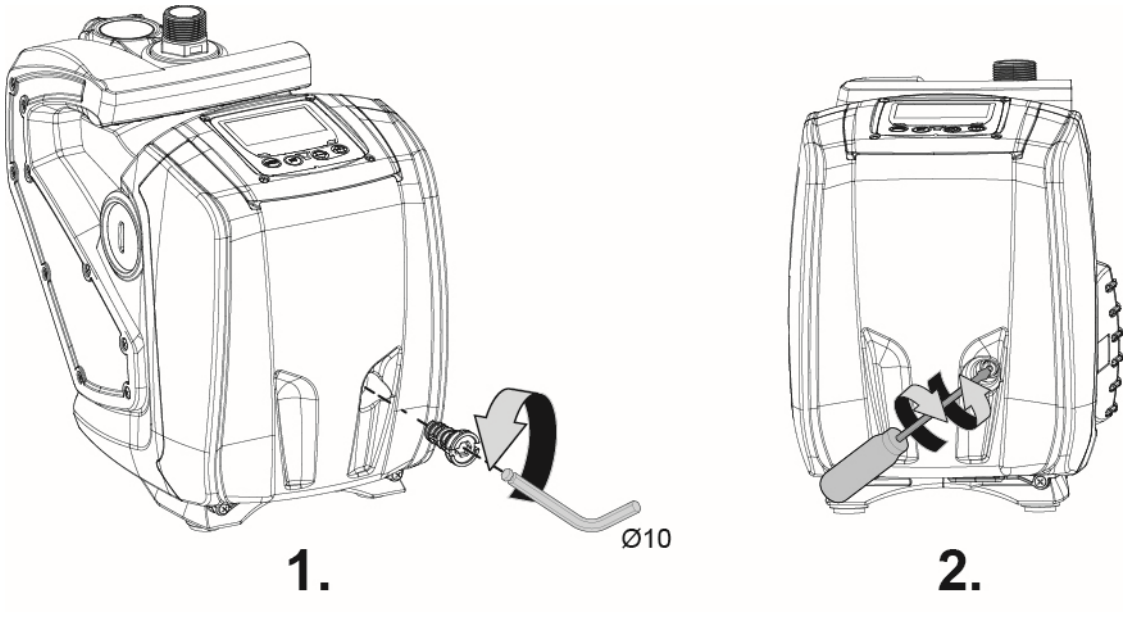

Fig. 9
1. Använd en 10 mm sexkantnyckel och ta bort pluggen för att komma åt motoraxeln (fig. 9).
2. För in en spårskruvmejsel i spåret på motoraxeln och vrid i båda rotationsriktningarna (fig. 9).